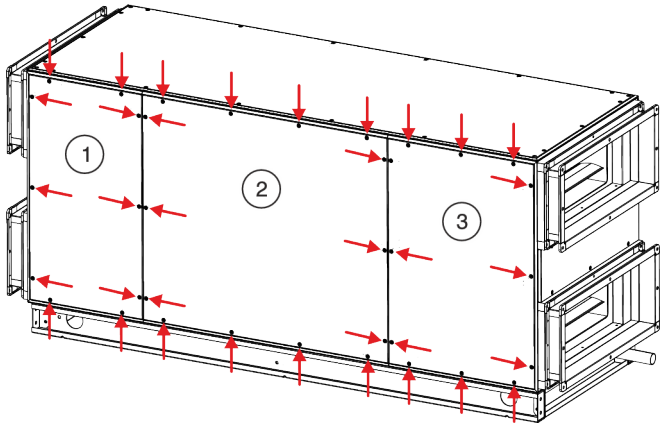

Fig. 26: Rear inspection access panels
7. Unscrew the screws (Fig. 26/arrows) on the three rear-side inspection access panels (Fig. 26/1+2+3).
8. Remove the three rear-side inspection access panels (Fig. 26/1+2+3).
22. Screw the three inspection access panels (Fig. 26/1+2+3) firmly in place on the front side of the air handling unit with the screws.